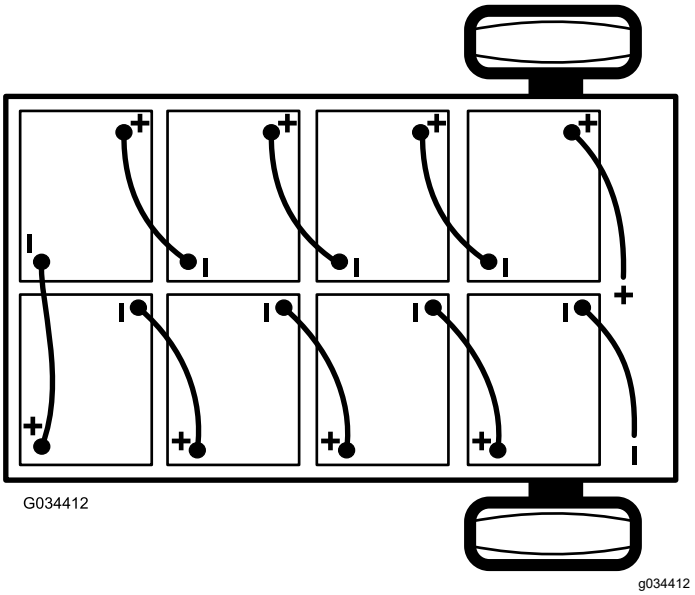

Figuur 38
2. Maak de zwarte hoofdkabel (-) los die de accugroep verbindt met het aardingspunt van de machine (Figuur 38).
3. Maak de rode hoofdkabel (+) los die de accugroep verbindt met de hoofdschakelaar van de machine (Figuur 38).
Opmerking: Let op de polariteit van de accu als u een nieuwe accu plaatst (Figuur 38).
6. Sluit de accu's op elkaar aan zoals in Figuur 38; gebruik hiervoor de accuverbindingskabels die u verwijderd hebt in stap 1.
2. Sluit de rode hoofdkabel (+) tussen de accugroep en de machine aan (Figuur 38).
3. Sluit de zwarte hoofdkabel (-) tussen de accugroep en de machine aan (Figuur 38).